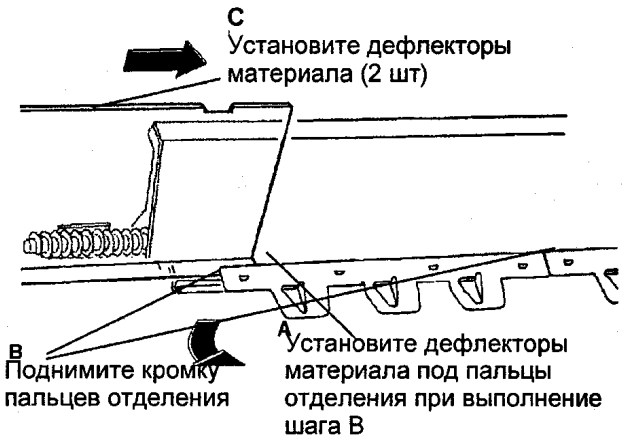

Рис. 2 Установка дефлекторов материала
1. (РИС. 2): УСТАНОВИТЕ ДЕФЛЕКТОРЫ МАТЕРИАЛА ДЛЯ КОПИРОВАНИЯ.